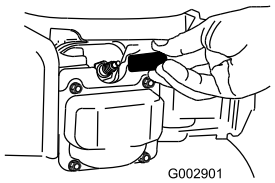

Figuur 20
2. Trek de bougiekabel los van de bougie (Figuur 20) voordat u onderhoudswerkzaamheden uitvoert.